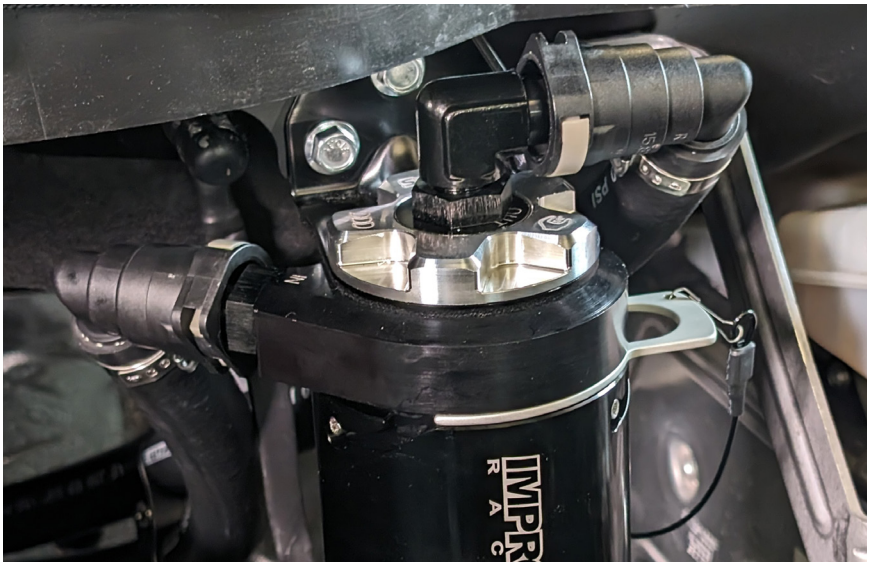

Figure 6 - OUT Adapter Fitting Placement
d. Position as shown in **Figure 6**.